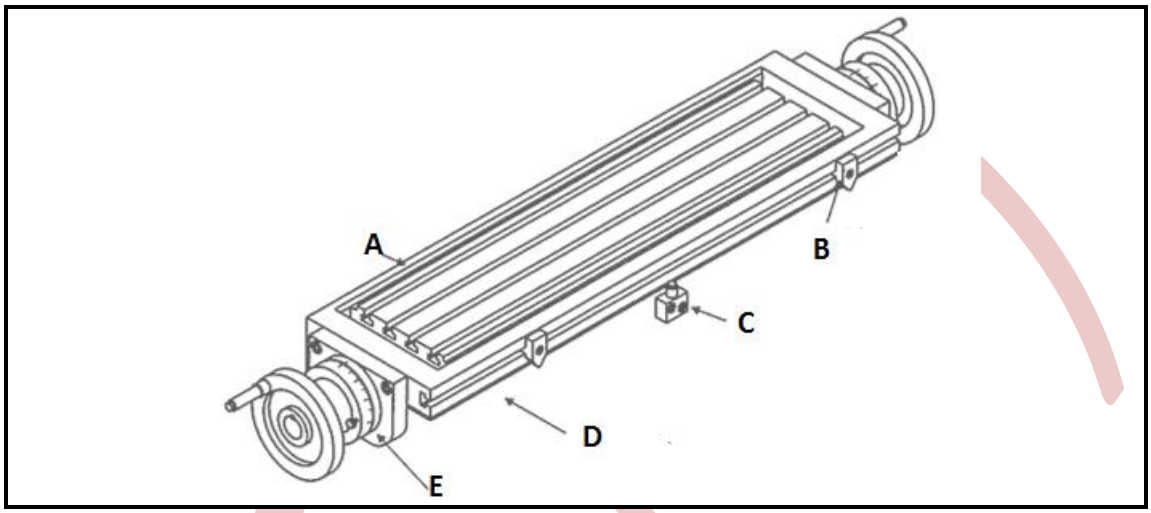

FIGURE 6 (5)
5.7 FIGURE 6 below shows a machine table of a milling machine. Label the parts marked A–E. Write only the answer next to the letter (A–E) in the ANSWER BOOK.